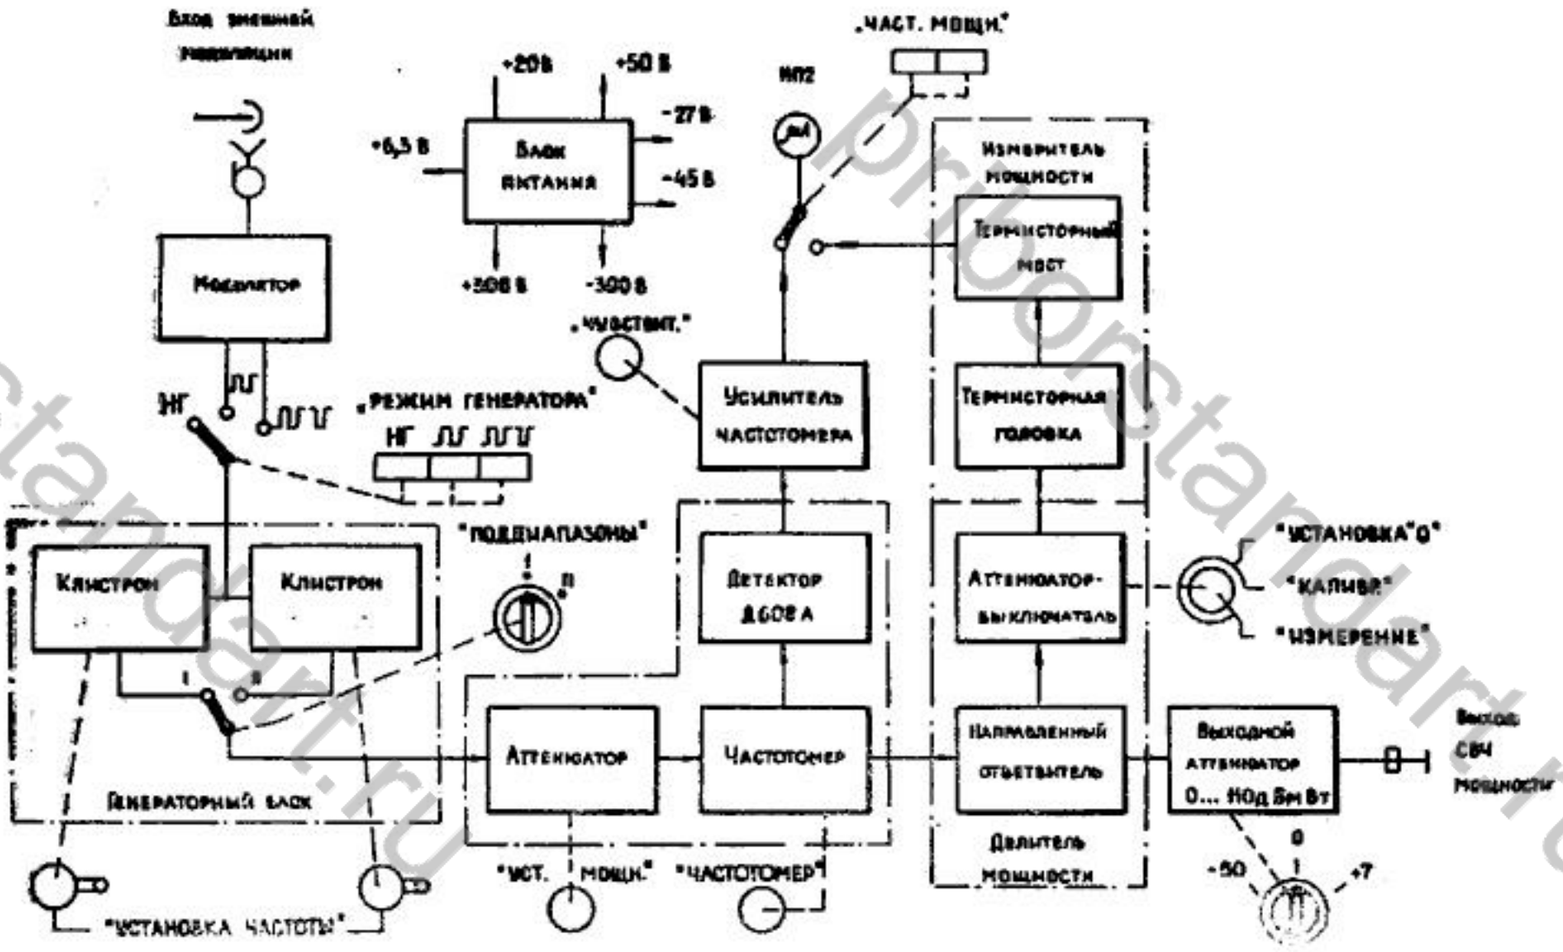

Рис. 4. Структурная схема генератора Г4-109
4. 1. 1. Принцип действия генератора и взаимодействие его узлов поясняются структурной схемой рис. 4.